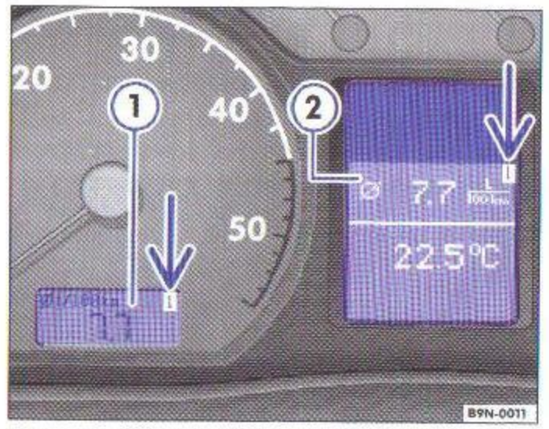

Fig. 6 Imagine din tabloul de instrumente: Indicatorul multifuncţional cu afişarea temperaturii exterioare
Indicatorul multifuncţional se găseşte, împreună cu ceasul, în turometru ⇒ fig. 6 ① sau în display-ul[8] ② din tabloul de instrumente. Indicatorul multifuncţional este prevăzut cu două dispozitive de memorare automate: **1 - Memoria pentru fiecare deplasare** ⇒ fig. 6 (săgeata) şi **2 - Memoria pentru toate deplasările.**
Consumul mediu de carburant ⇒ pagina 12, fig. 6" ① este afişat după punerea contactului şi după parcurgerea unei distanţe de aproximativ 300 metri. Până în acel moment, în locul valorii apar linii. În timpul mersului, valoarea este actualizată la fiecare 5 secunde. Cantitatea de carburant consumată nu este specificată.